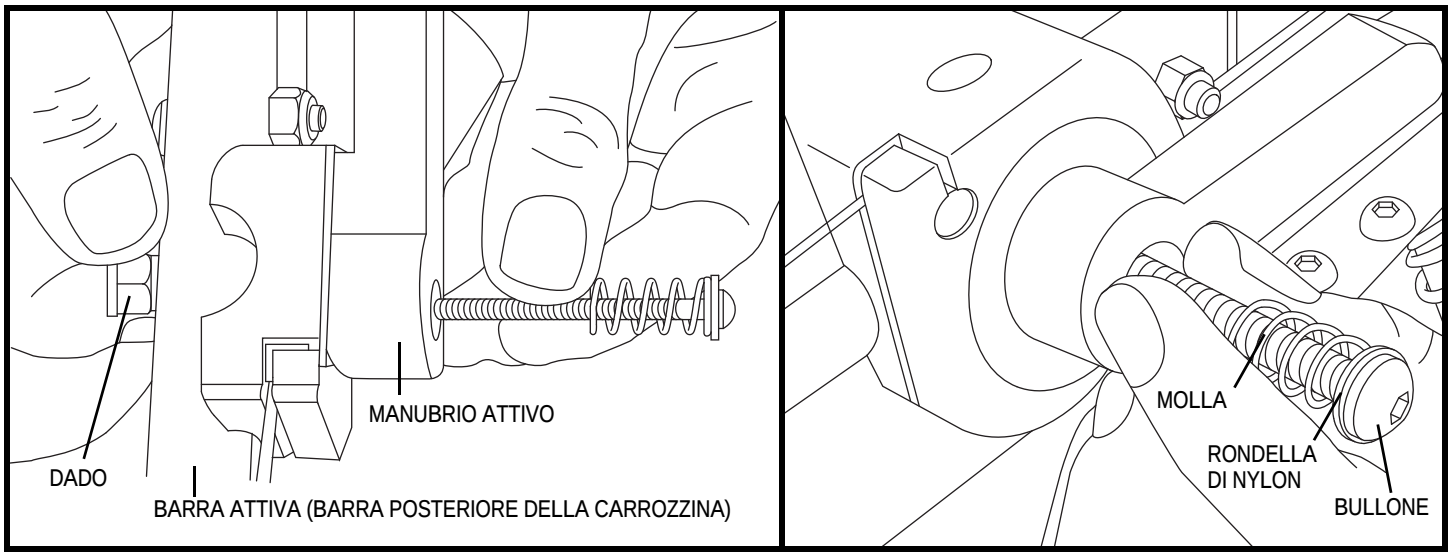

Figura 25. Hardware della leva del manubrio ATTIVO
11. Installare il manico DINAMICO e verificare quindi la funzionalità del meccanismo DINAMICO. **Vedere figura 25 e 26.**
La leva del manubrio ATTIVO viene rimossa durante il trasporto per prevenire eventuali danni alla Carrozzina. Deve essere installata per assicurare la piena funzionalità della Carrozzina. **Vedere figura 25 e 26.**